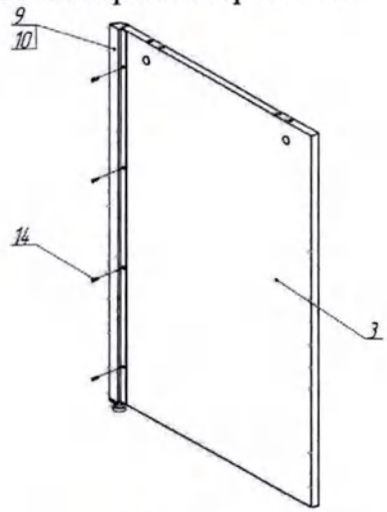

Рисунок 1
4.2. Закрепить профиль (9,10) на боковинах стола при помощи саморезов 3,5х16 (14) (см. рис. 1). Панель расположить на полочке заподлицо с верхним торцом профиля. На рисунке показана левая боковина стола, правая собирается зеркально.